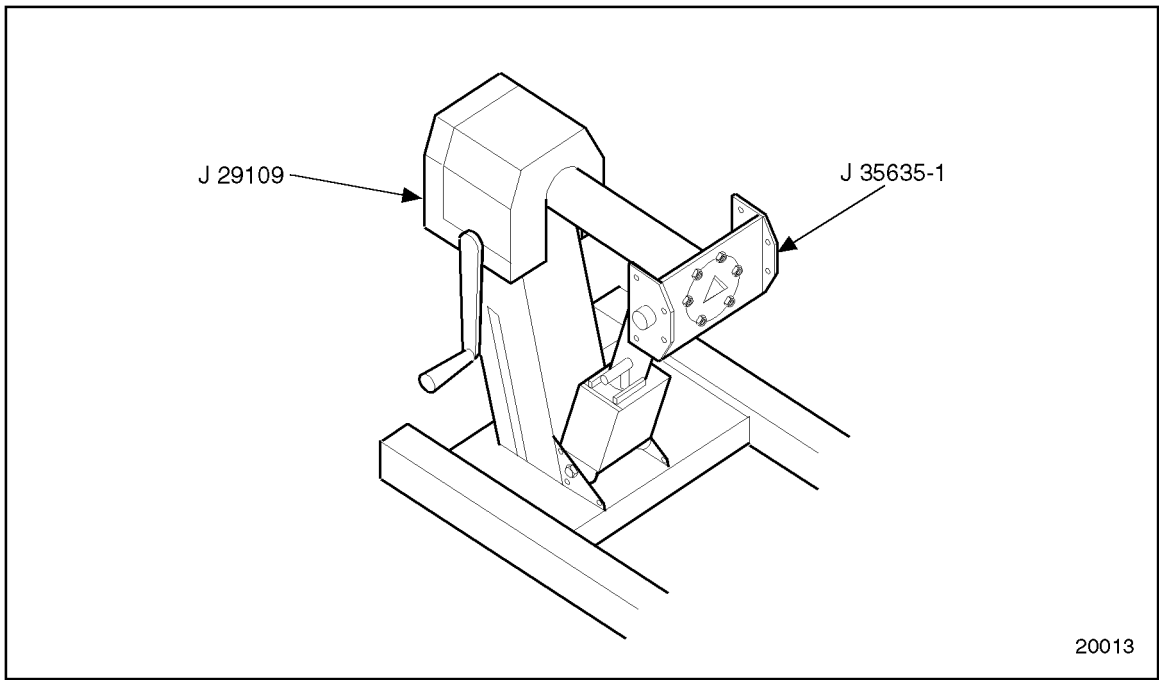

Figure 1-6 Engine Overhaul Stand and Adaptor
19. Use engine overhaul stand, J 29109, with stand adaptor plate, J 35635-1 part of J 35635–A for support when stripping a Series 60 engine cylinder block. See Figure 1-6.
9. Remount the cylinder block to the engine overhaul stand, J 29109. See Figure 1-6.